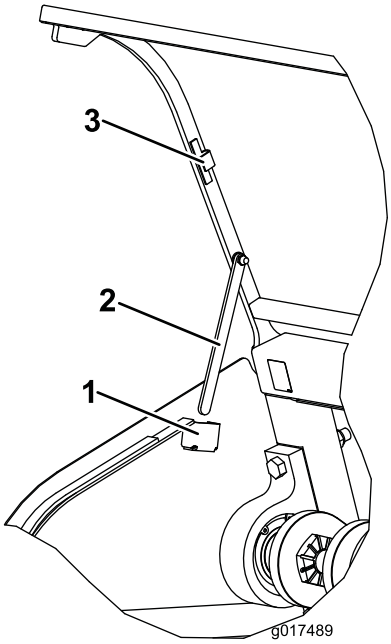

Figur 33
3. På hver side av panseret, drei støttestangen ned fra den magnetiske oppbevaringsbraketten, og før den inn i støttestanghekten (Figur 33).